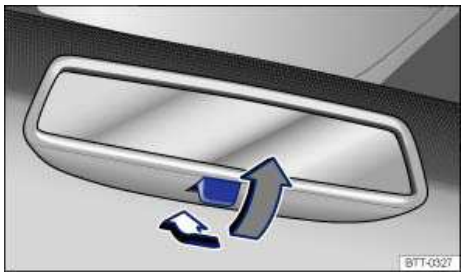

**Fig. 93** Manually adjustable inside mirror.
- To adjust to non-glare visibility, move the lever so that it points backward ⇒ fig. 93.